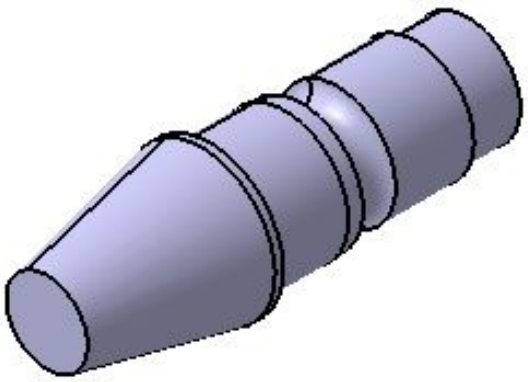

Figure 9-69 *Base feature of the model*
2. Invoke the **Shaft** tool and revolve the sketch. The model after creating the base feature is shown in Figure 9-69.